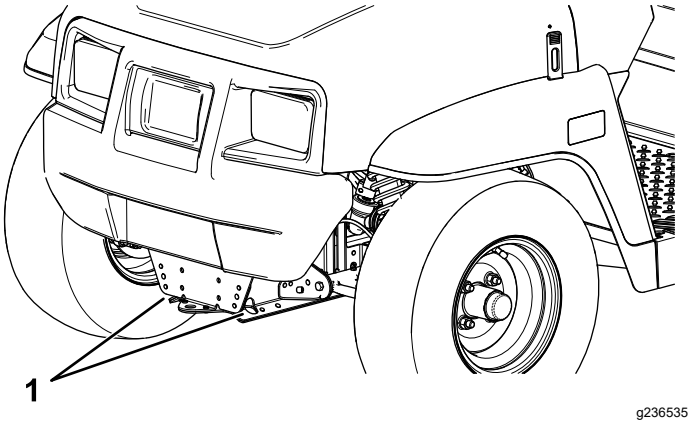
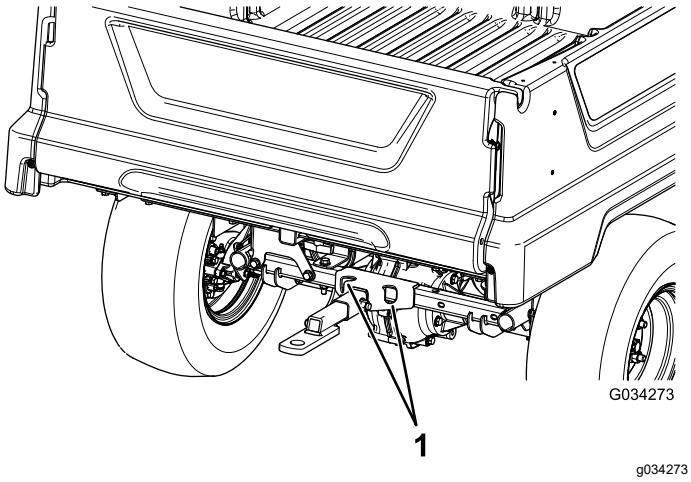

Figur 19
Figur 20
Se Figur 19 og Figur 20 for informasjon om festepunktene på maskinen.
2. Fest et tau til koblingsarmen på frontrammen (Figur 19).